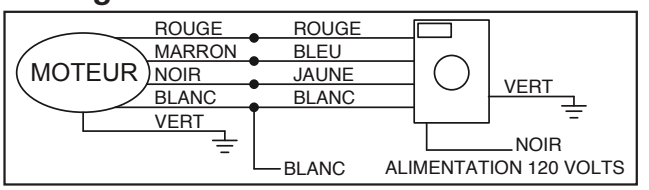

Figure 5
7. Fixez les trois lames, leur côté incurvé en dessous vers le moteur, avec la cale d'isolation montée entre pale et ventilateur. Assurez-vous que le support de pale est à plat contre la plate-forme de moteur quand vous serrez les écrous de pales pour une bonne fixation (voir la Figure 5).
IMPORTANT CONSEIL : Il est important de remarquer la bonne position d'installation des serre-câbles comme illustré en Figure 5. Pour obtenir la meilleure force de maintien, installez la section étrier de l'attache en fin de câble ou sur sa petite partie, en chevauchant le grand morceau du câble. Une installation incorrecte réduit l'efficacité du raccordement jusqu'à 40%.